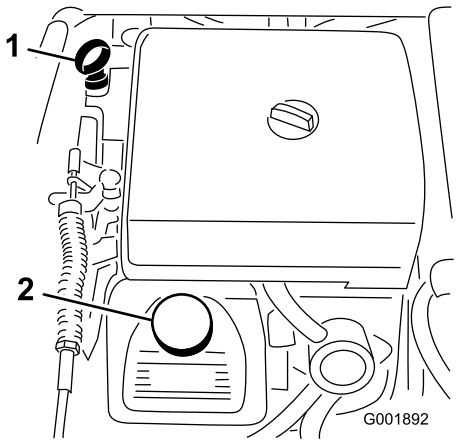

Figur 21
2. Fjern målepinden, og aftør den med en ren klud (Figur 21). Sæt målepinden ned i røret, og sørg for, at den sidder helt i bund. Fjern målepinden, og kontroller oliestanden.
3. Hvis oliestanden er lav, skal påfyldningsdækslet tages af ventildækslet (Figur 21), og olie hældes i åbningen, indtil oliestanden når Full-mærket på målepinden. Se Serviceeftersyn af motorolien i afsnittet Motorvedligeholdelse for at få oplysninger om olietype og viskositet. Hæld langsomt olie på, og kontroller niveauet ofte under denne proces. Fyld ikke for meget på.